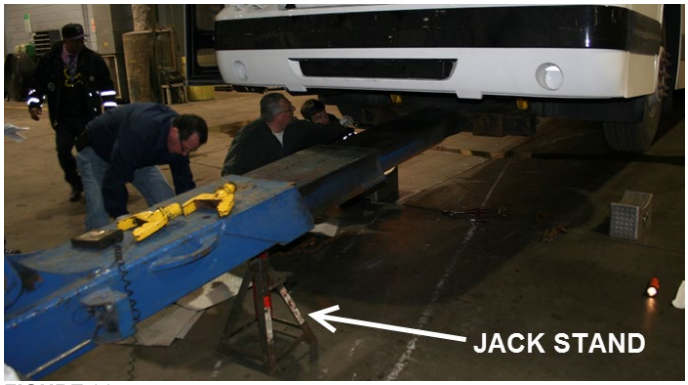

**FIGURE 36**
7. Install a jack stand under the stinger arm for support and safety purposes and then lower the stinger arm so it rests on the jack stand (Figure 36). The tow cans or blocks can be removed from under the front axle wheels.